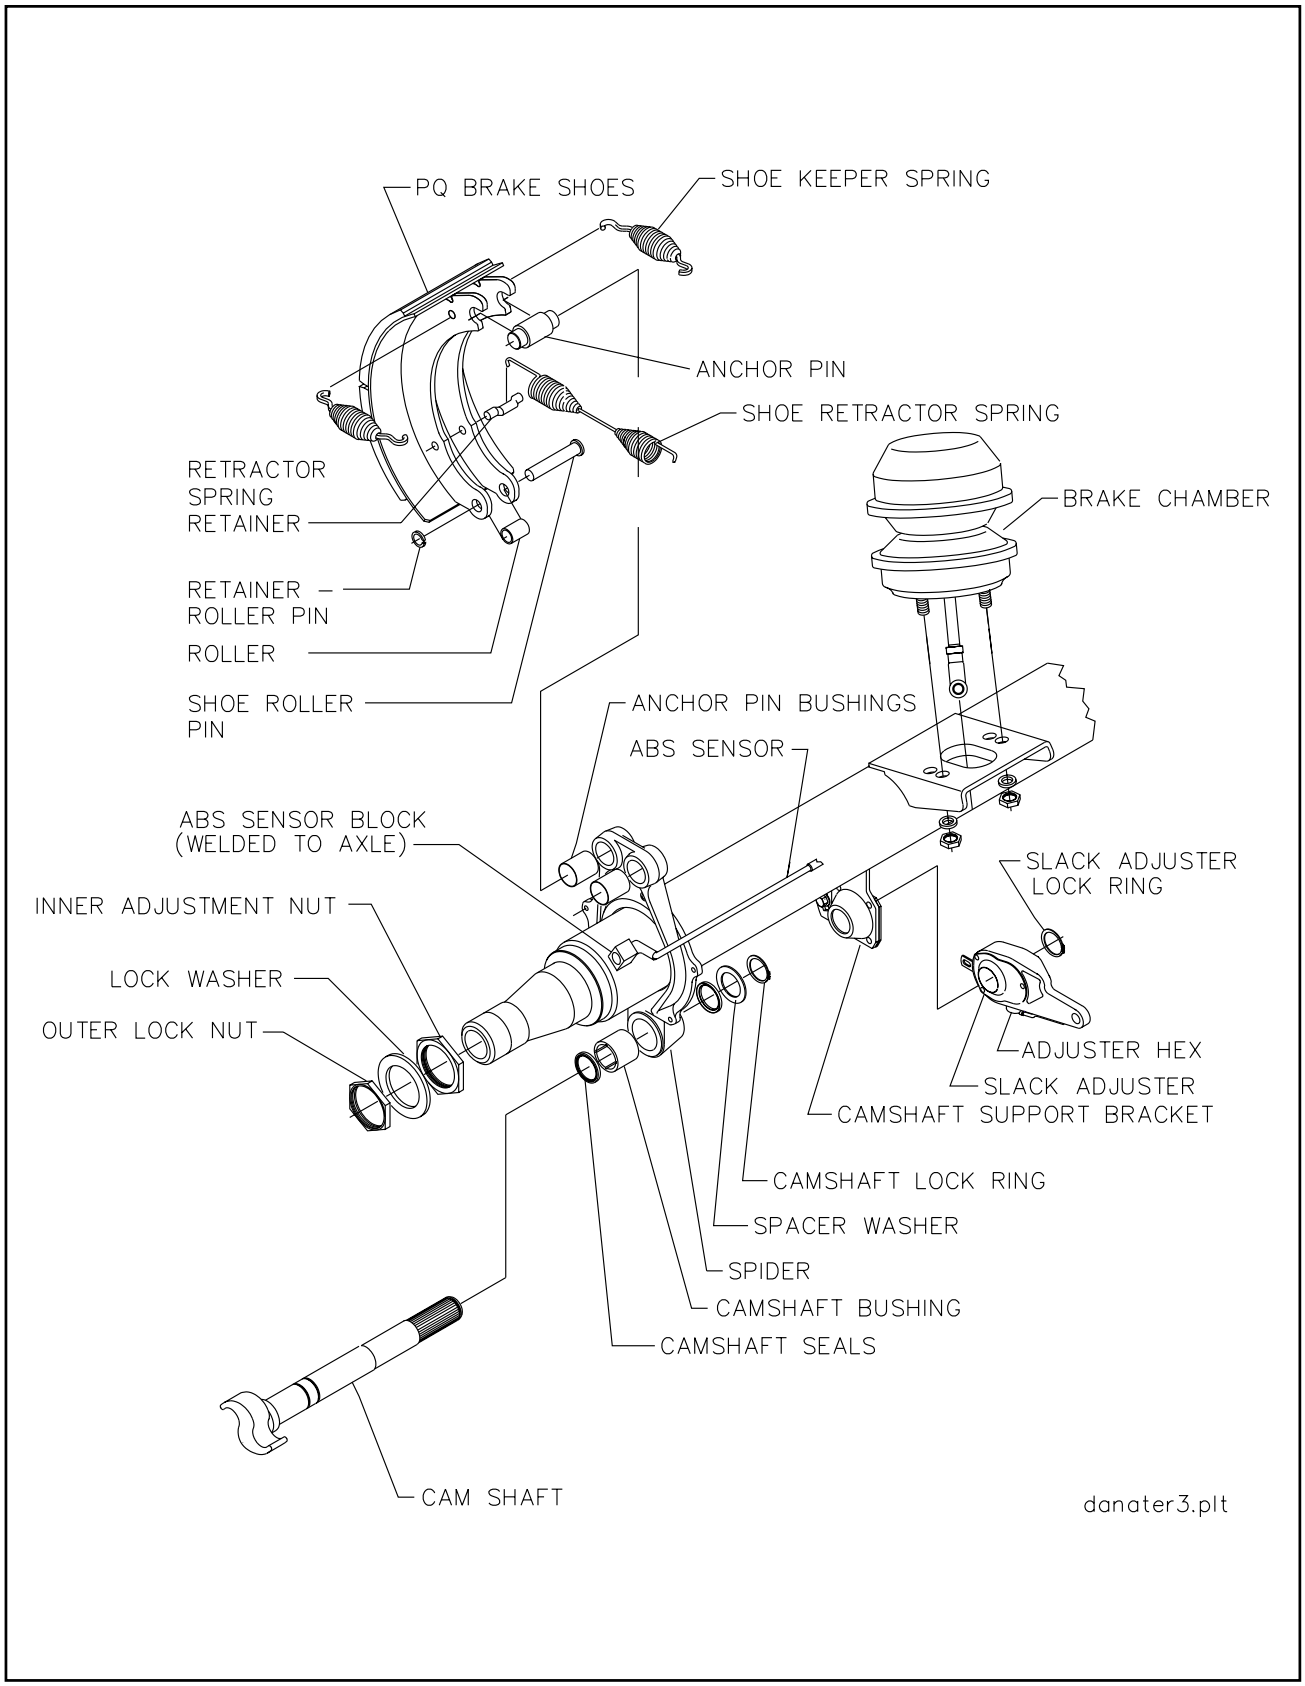

Figure 4-10 Axle and Brake Assembly
4. Disconnect the slack adjuster from the connecting rod by removing the clevis pin **(See Figure 4-10)**.
4. Remount the brake chamber on the axle brackets and reconnect the air service hoses and the slack adjuster connecting rod **(See Figure 4-10).**
b. Disassembly for 12-1/4" X 7-1/2" Brakes (See Figure 4-10)
3. Remove drum assembly **(See Figure 4-10).**
c. Reassembly for 12-1/4" X 7-1/2" Brakes (See Figure 4-10)
d. Disassembly for 16-1/2" x 7" Brakes (See Figure 4-10).
e. Reassembly for 16-1/2 x 7" Brakes (See Figure 4-10).